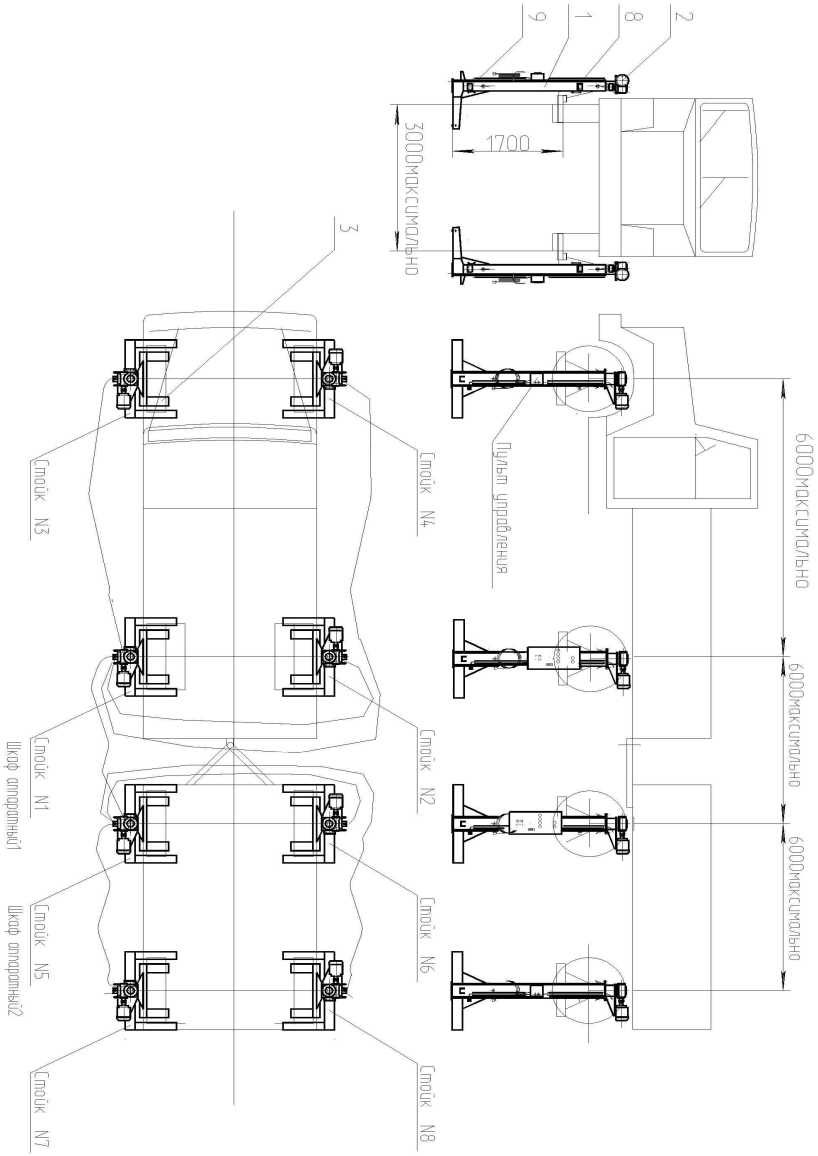
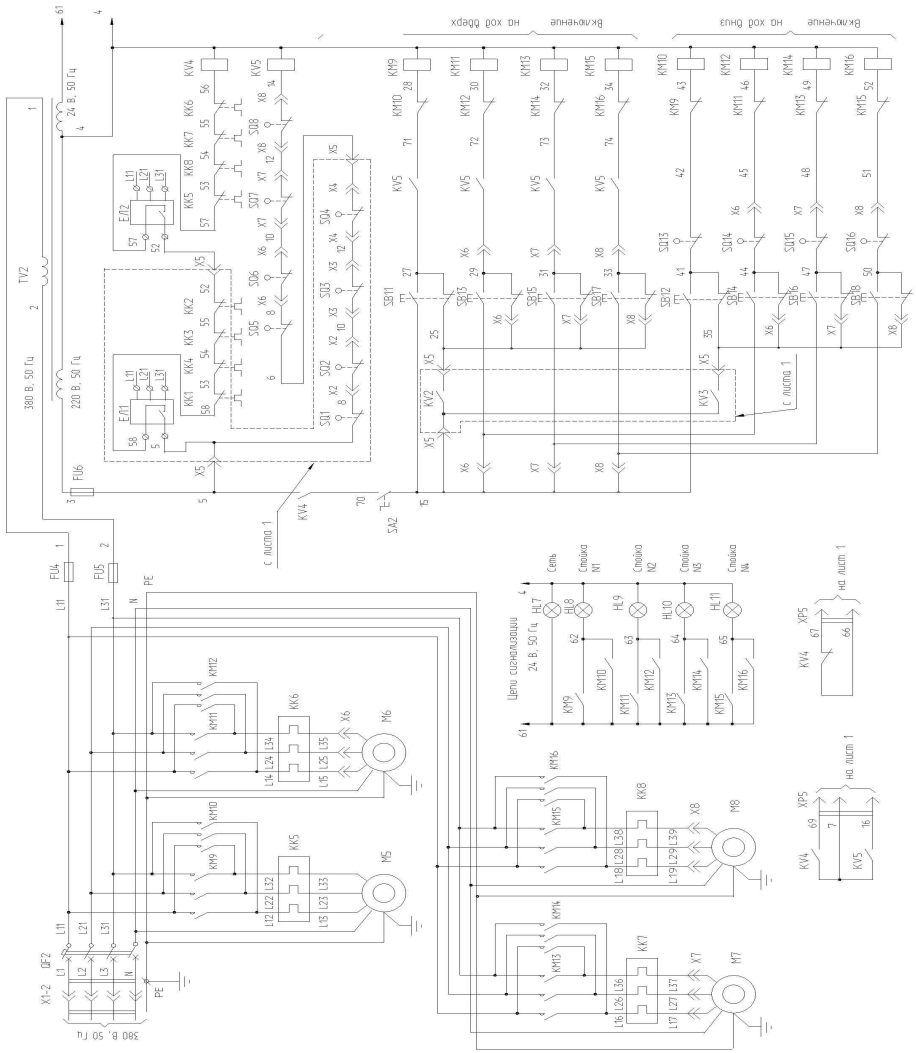
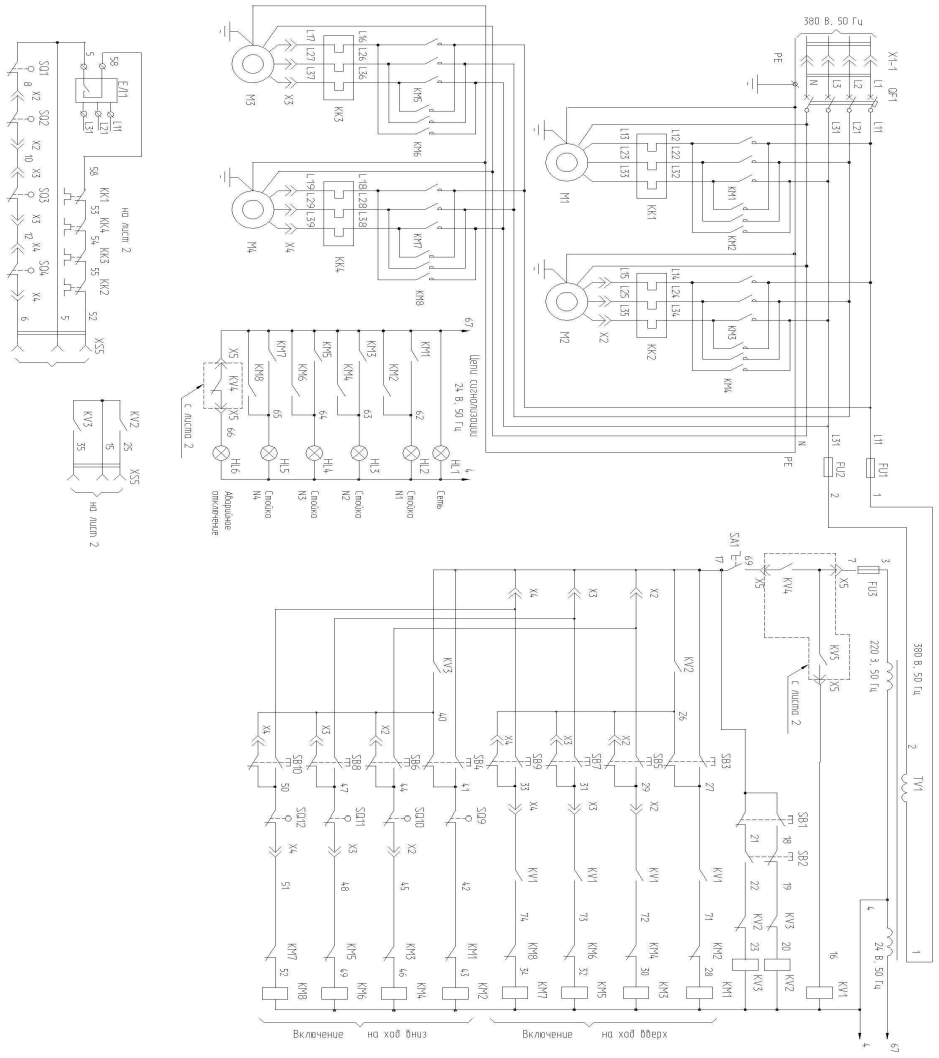

Рис. 1. Подъемник передвижной ПП-32
Рис. 2. Схема электрическая принципиальная ПП-32
Рис. 3 Схема электрическая принципиальная ПП-32
4.1. Подъемник состоит из восьми стоек (см. Рис.1 и Рис.2), каждая из которых имеет электромеханический привод, каретку, грузовой винт, рабочую и страхующую гайки, конечные выключатели верхнего и нижнего положения кареток. На первой стойке установлен шкаф аппаратный, имеющий корпус с панелью электрооборудования, автоматический выключатель, лампочку «Сеть», кнопки «Вверх» и «Вниз» для управления первой стойкой и кнопки «Вверх» и «Вниз» для управления всеми стойками одновременно. На стойке №5 установлен второй аппаратный шкаф который соединён с первым соединительным кабелем и обеспечивает работу стоек 5;6;7;8 в автономном режиме.
4.3.Описание работы схемы электрической (см. Рис. 2,Рис.3).